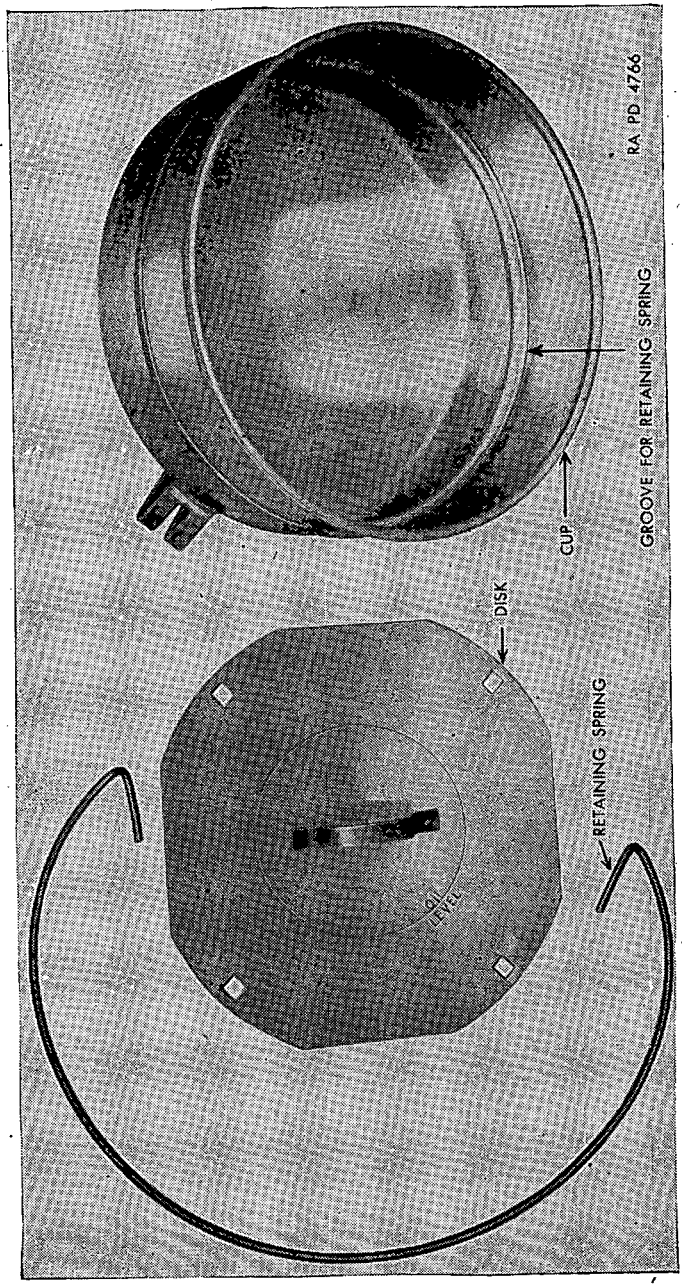

FIGURE 30.—Air cleaner parts requiring cleaning.
(4) Install throttle lever	Wrench, 1/2 in., O. E. Pliers.	Place lever on carburetor throttle shaft, making certain that serrations slip into the same position as on removal. Install 5/16-in. hex-hd. nut and cotter pin.
(5) Connect fuel lines	Wrenches, 1/2 in., 9/16 in., 11/16 in., 3/4 in., O. E.	Connect fuel lines to carburetor.
(6) Install rocker arm oil scavenger line clamp.	Wrench, 7/16 in., O. E.	Install 5/16-in. hex-hd. nuts on stud of carburetor holding oil line clamp.
(7) Install carburetor air horn.		See engine installation, par. 60*b* (14).
(8) Install inspection plate in floor of engine compartment.		See engine installation, par. 60*b* (15).
(9) Open fuel valves at tanks.
(10) Check all lines for leaks.
(11) Adjust carburetor		See *b* above for carburetor adjustment.
b. Maintenance.—After each 25-hour period of normal use, or daily, when conditions are extremely dusty, the air cleaner will be serviced as follows (fig. 30):
(1) Loosen thumbscrews on cup retaining rods and remove cup.
(2) Remove cup disk and retaining spring (fig. 30).
(3) Empty oil and dirt and thoroughly clean cup, disk, and spring (fig. 30).
(4) Carefully fill to oil level line with SAE 10 oil and replace cup disk and retaining spring.
(5) Replace cup in cleaner and tighten retaining rod nuts.
c. Replacement.—(1) Loosen air cleaner outlet hose clamps and hose.